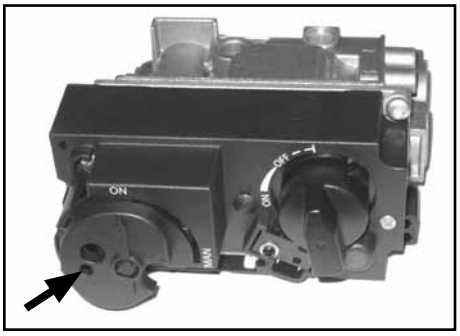

Figure 54: Screw for Adjusting Pilot Flame.
2. If a fan is installed; unhook the three (3) connectors to the fan motor, lift the fan up and off the grommets, and slide the fan forward then up and out of the unit.
3. The adjustment screw can be reached through the ⅛" (3mm) hole in the MAN-knob pointed out in Figure 54. The MAN-knob must be in the ON position.